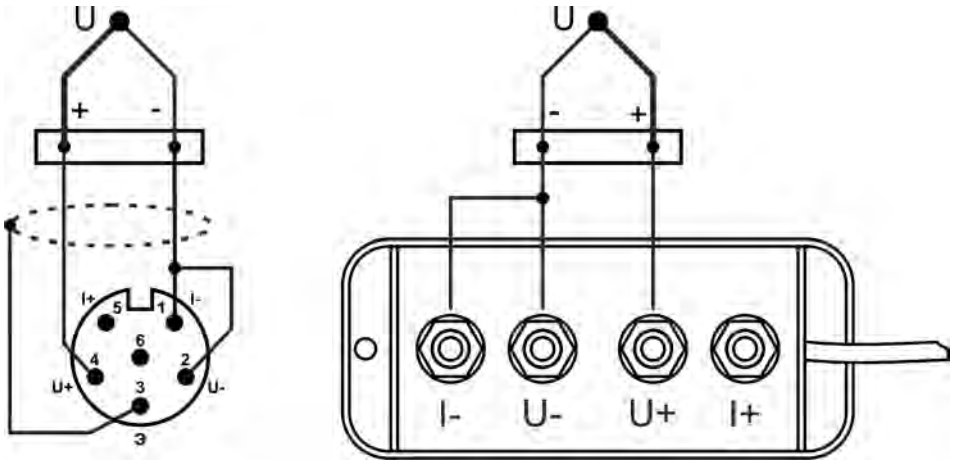

Рисунок 19 — Подключение термопар
- подключить ТП к выбранному каналу (рисунок 19);